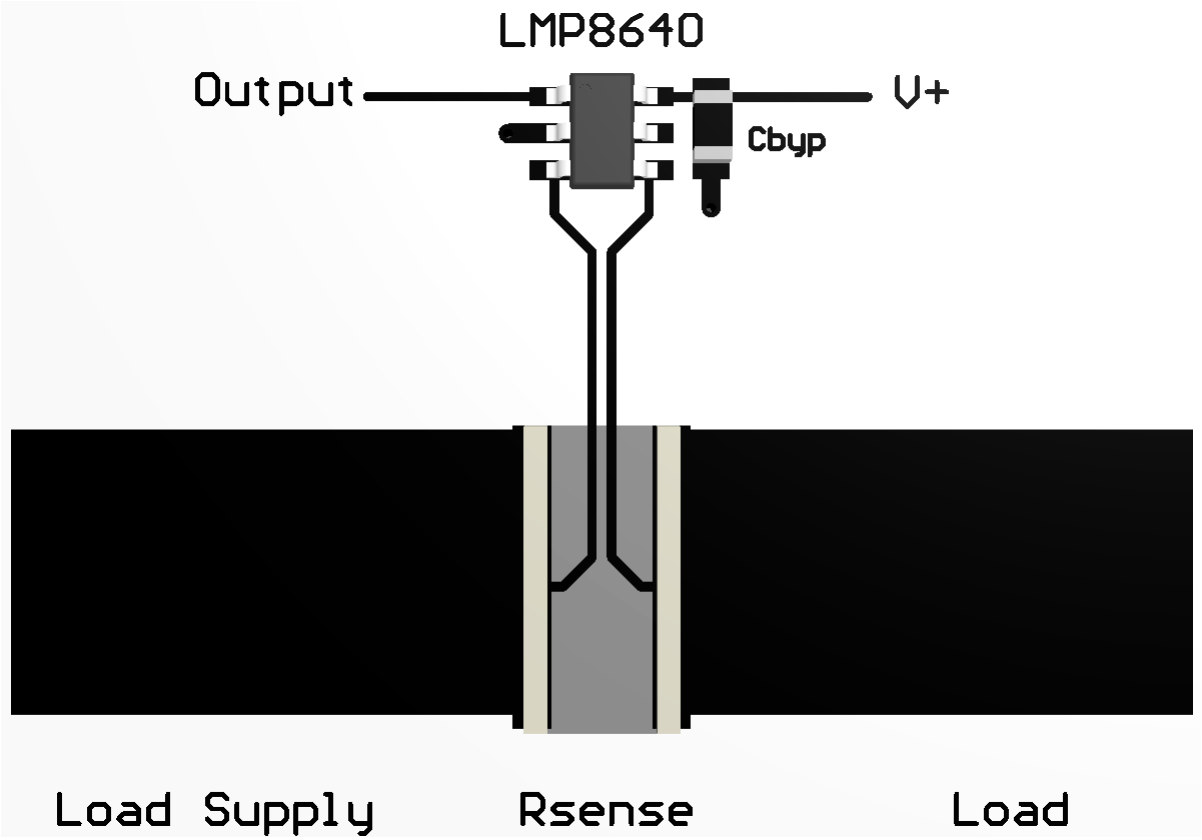

**図 8-3. レイアウト例 — 2 端子抵抗にケルビン接続**
- センス抵抗への接続には、4 線式 (ケルビン) 接続を使用してください。直接の大電流パス内にないポイントで抵抗に接続します (図 8-3 を参照)。